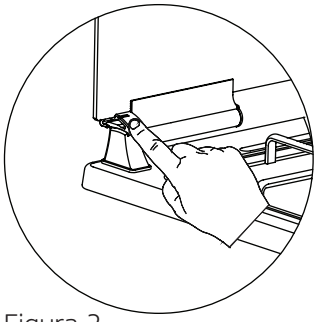

Figura 2
2. Conforme mostrado na figura 2, a porta de vidro pode ser fechada premindo com um dedo a mola de plástico.